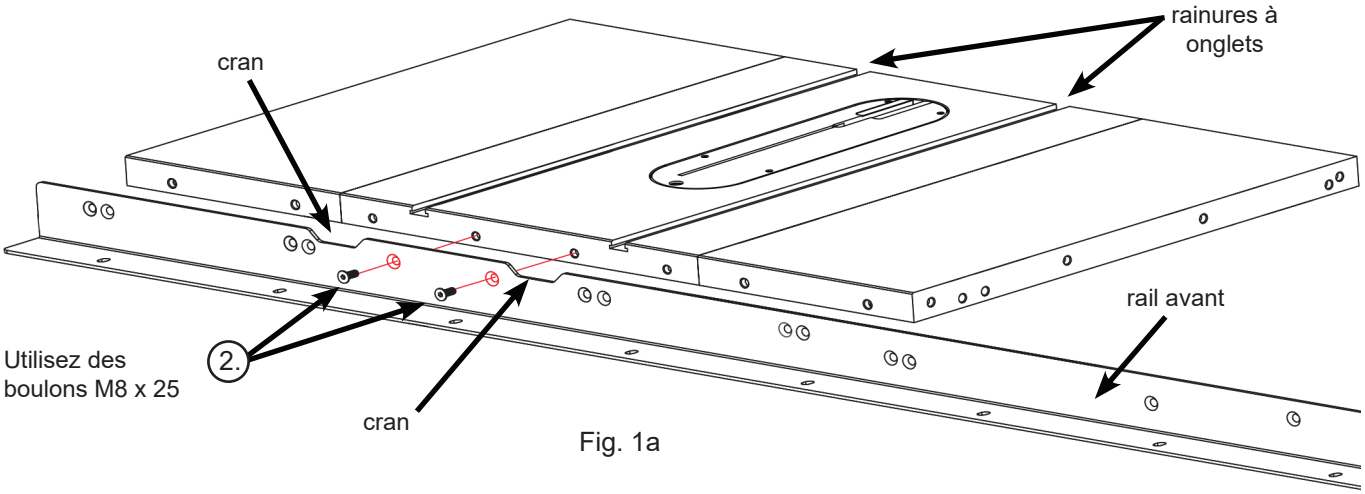
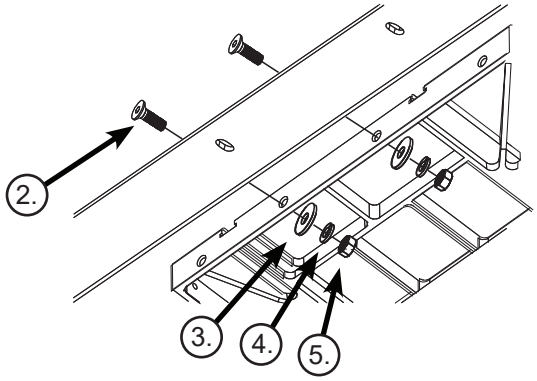

Fig. 1a
Fig. 1b
1. Commencez à monter le rail avant (le plus long des deux rails) sur le bord avant de votre scie en centrant les crans dans le rail avec les deux fentes à onglets de la table, en alignant les deux trous du rail entre les crans aux trous correspondants dans le bord avant de la table et insérez un boulon fraisé à tête creuse M8 x 25 dans chaque trou (voir Fig. 1a. L'alignement des deux trous entre les crans aligne tous les autres trous utilisés pour le montage du rail sur votre scie. Tous les trous ne sont pas utilisés pour monter le rail sur votre scie; différents trous sont utilisés pour différentes scies. Insérez les boulons un à un, en plaçant une rondelle M8 et une rondelle de blocage M8 sur l'extrémité filetée de chaque boulon, puis en vissant un écrou hexagonal M8 (voir Fig. 1b). Serrez les écrous à la main; ne les serrez pas complètement.